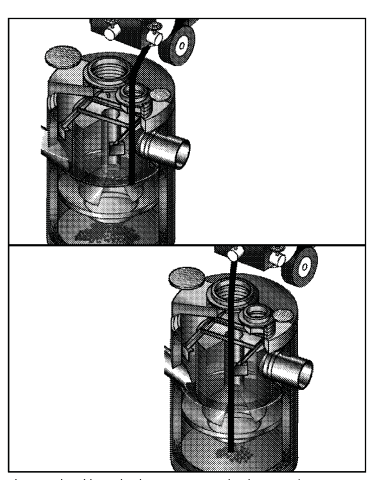

Figure 9: *Floatables and sediment are removed with a vactor hose*
4. Using the Floatables Port for access, remove oil and floatables stored on the surface of the water with the vactor hose or the skimmer net. Figure 9.